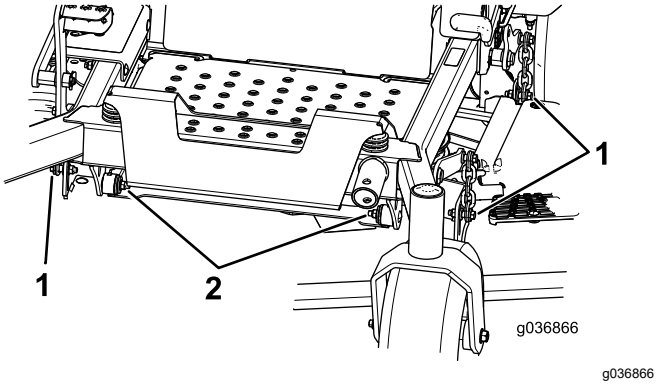

**Figur 85**
7. Fjern og ta vare på boltene og mutterne på begge sider av maskinen (Figur 85).